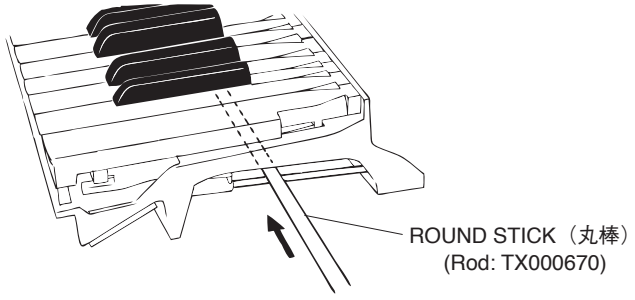

Fig. 14（図14）
* ***After inserting a round stick (Rod: TX000670) between the frame and the keys, remove the circuit boards. (Fig. 14)***
※ シートをはずす前に、接点ゴムを歪ませないように、フレームとハンマーの間に丸棒（ロッド：TX000670）を挿入しておきます。（図 14）